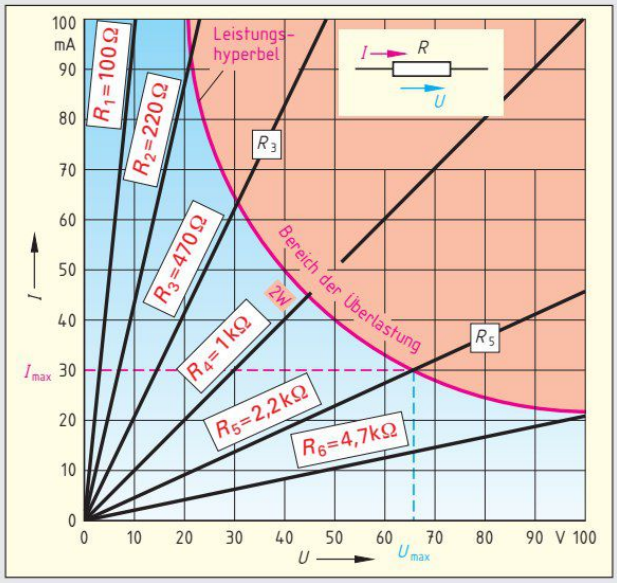

Bild 1: Kennlinien von Widerständen
7. **a)** Ermitteln Sie aus dem Diagramm **(Bild 1)** der Widerstandsgeraden die Werte für die sechs Widerstände und tragen Sie die Werte in **Bild 1** ein. **b)** Wie groß sind die höchstzulässigen Werte für Spannung und Strom für die Widerstände R_3 und R_5?